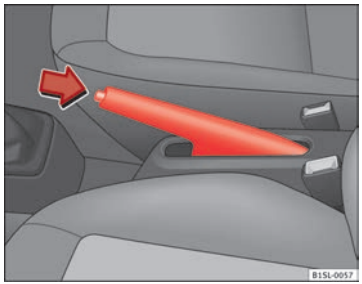

Fig. 93 Entre les sièges avant : Frein de stationnement.
- Tirez légèrement vers le haut le levier du frein à main et appuyez sur le bouton de verrouillage ⇒ fig. 93 (flèche).